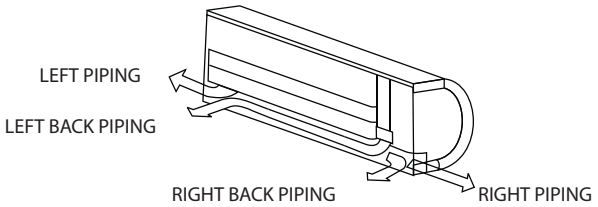

Fig. 8 — Condensate Pipe Routes
- Condensate piping can be routed in one of the four directions shown in Fig. 8.